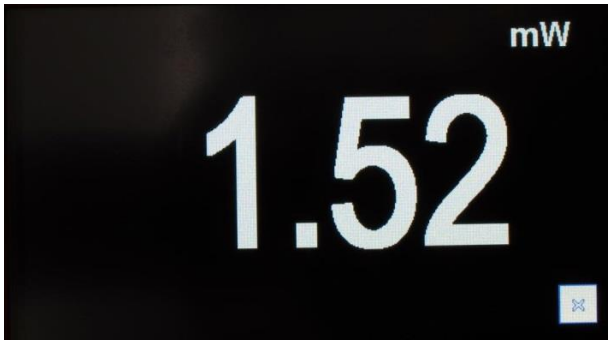

図 19
f) 90° FullScreen（全画面）：測定桁と測定単位だけを示す全画面、高視認性／高コントラスト表示（図19）に切り替えます。メイン画面に戻るには「X」ボタンをクリックしてください。